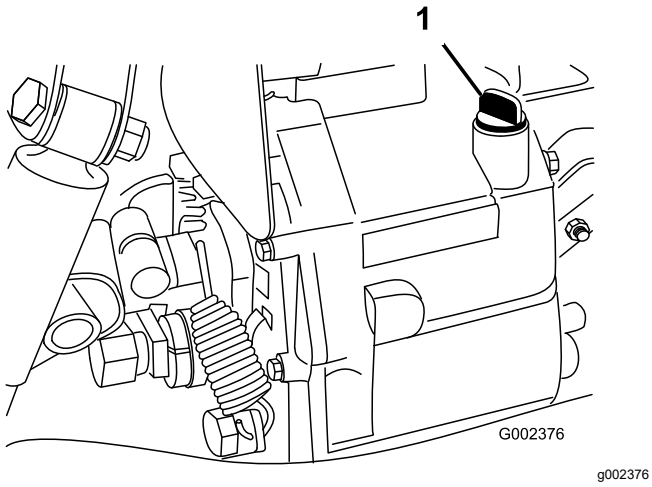

Figuur 19
2. Reinig het gebied rond de peilstok (Figuur 19).